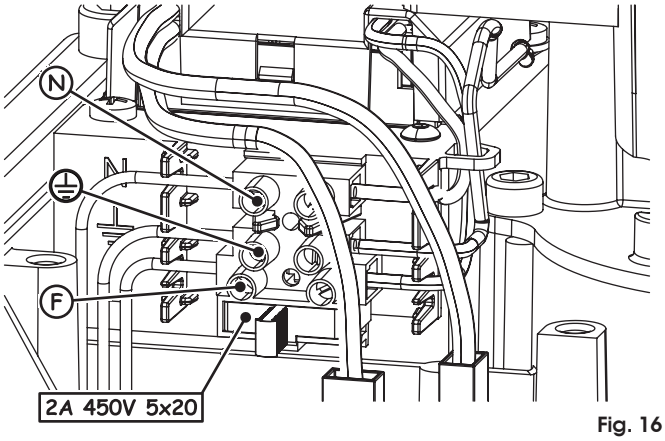

Fig. 16
2. Das Versorgungskabel entsprechend den Angaben in Abb. 16 anschließen. Auch der Erdleiter muss angeschlossen werden. Sicherstellen, dass die Adern des Versorgungskabels ordnungsgemäß in den „Kamm" für ihre Sperre eingeführt sind, Abb. 16.